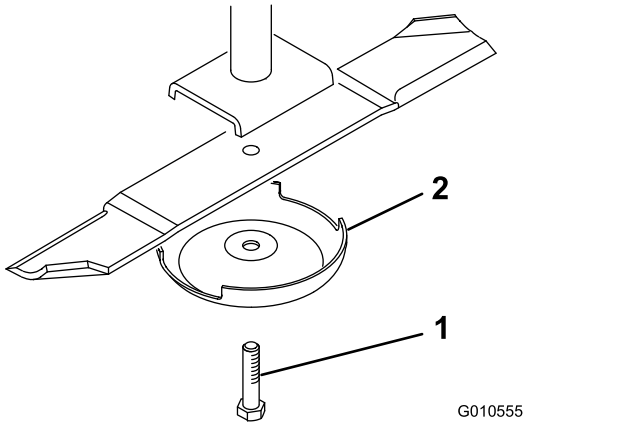

図 6
1. 厚いパッドの入った手袋を使ってブレードの端部をしっかり握る。スピンドルのシャフトからブレードボルト、芝削り防止カップ、ブレードを取り外す 図 6。